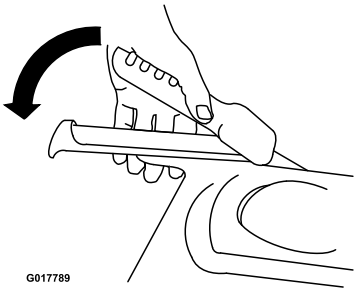

Figura 12
2. Premete lentamente la leva di trasmissione della trazione verso la stegola (Figura 12).